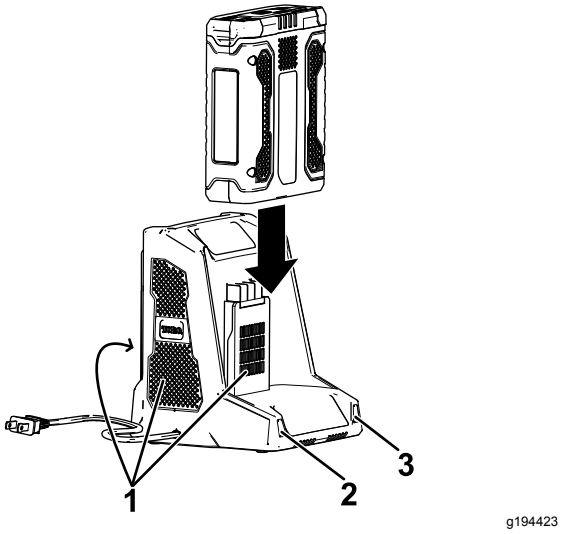

Figure 24
4. Glissez la batterie dans le chargeur jusqu'à ce qu'elle soit bien enclenchée (Figure 24).